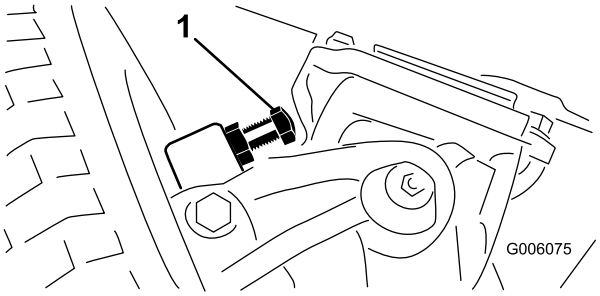

Figur 60
1. Skru boltene inn eller ut til klaring på 0,23 mm er oppnådd (Figur 60).